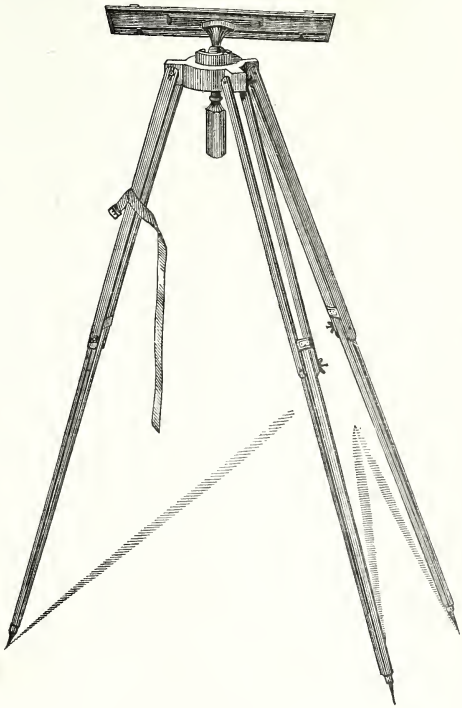

Fig. 9.
3° Un *pied* à trois branches, en frêne ou en hêtre (fig. 9). Ces trois choses composent *l'instrument fondamental de tout procédé photographique.*
33. — Tout ceci étant devant nous, nous allons porter la chambre noire (fig. 6) sur le trépied (fig. 9), et mettre la partie inférieure D E entre les rebords dont est munie la planchette supérieure du pied. Nous maintiendrons l'adhérence des deux appareils par l'application d'une petite pince à vis embrassant entre ses mâchoires le bord de la queue D de la chambre noire (fig. 6) et le bord de la planchette du pied (fig. 9).
Ouvrons les trois pieds du support (fig. 9), fixons, en serrant les vis qu'on voit au milieu de la hauteur (fig. 9), les rallonges déployées, — fermées, elles rendent l'appareil plus portatif, — et procédons au montage de l'objectif.
46.—Avec le trépied ou *pied de campagne* (fig. 9), tous les mouvements de haut en bas et réciproquement, et de côté, s'obtiennent en desserrant la vis à poignée placée entre les pieds, et qui permet à la *rotule* de tourner librement dans l'*étau* qui la tient.